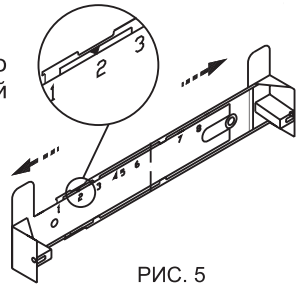

РИС. 5
6.2 Крепление кронштейна к стене (рис. 5):
- увеличьте размер кронштейна (если это необходимо), раздвинув его, и установите фиксатор напротив цифры 2 (см. рис. 5)